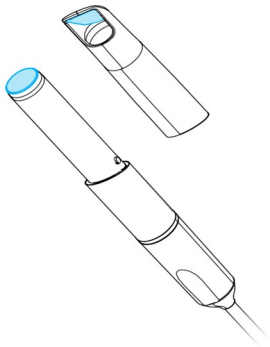

Figura 8: Limpeza da lente óptica da peça de mão e da ponteira
2. Limpe o sistema ótico da ponteira da peça de mão e da peça de mão (sem ponteira) *(consulte Figura 8: Limpeza da lente óptica da peça de mão e da ponteira, p. 36)*.